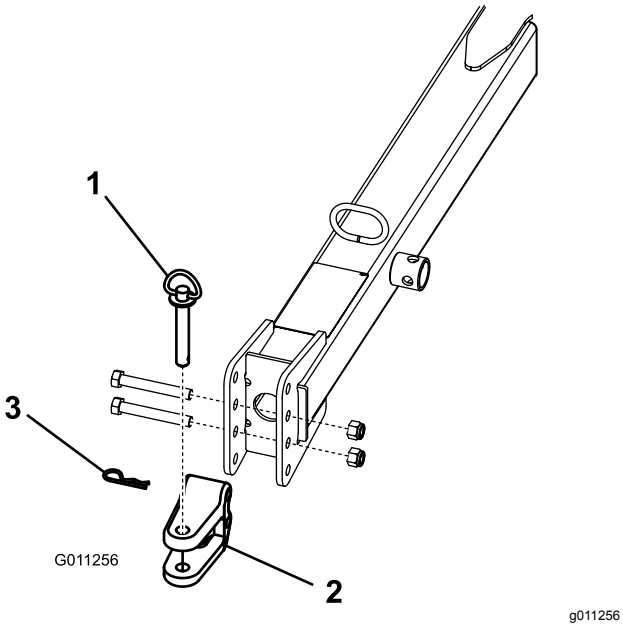

Figur 10
- Fjern boltene og låsemutrene som fester koblingssjakkelen (Figur 10) til koblingsarmen.